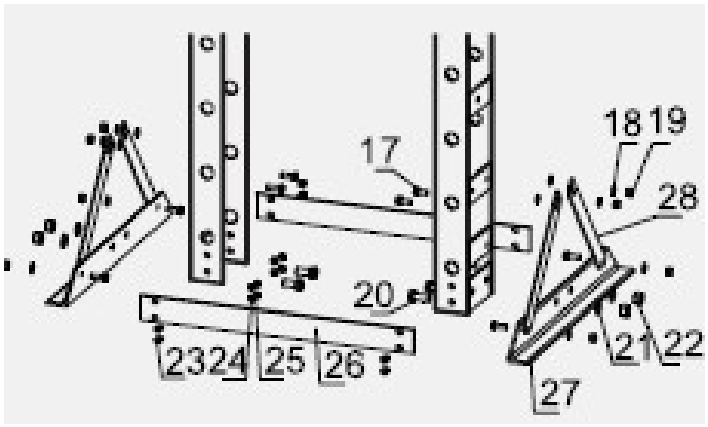

Рис. 2
3. Поместите стойки рамы в вертикальное положение. Задвиньте каждую опору основания (27) под стойки рамы (15) и поместите нижнюю опору основания (26) между ними, затем прикрепите их болтами (23), шайбами (24) и гайкой (25). Выровняйте болтовые отверстия и вставьте болты (20) через раму и опору основания, затем закрепите их на месте шайбами (21) и гайками (22). Прикрепите боковые опоры основания (28) к стойкам рамы и опорам основания с помощью болтов (17), шайб (18) и гаек (19). См. рисунок 2.